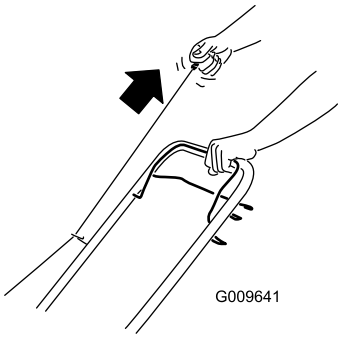

Figur 12
2. Træk i tilbageslagsstarterhåndtaget (Figur 12).
Bemærk: Når du trækker i tilbageslagsstarthåndtaget, skal du trække let i det, indtil du mærker modstand, og derefter trække hårdt i det (Figur 12). Lad snoren vende langsomt tilbage til håndtaget.